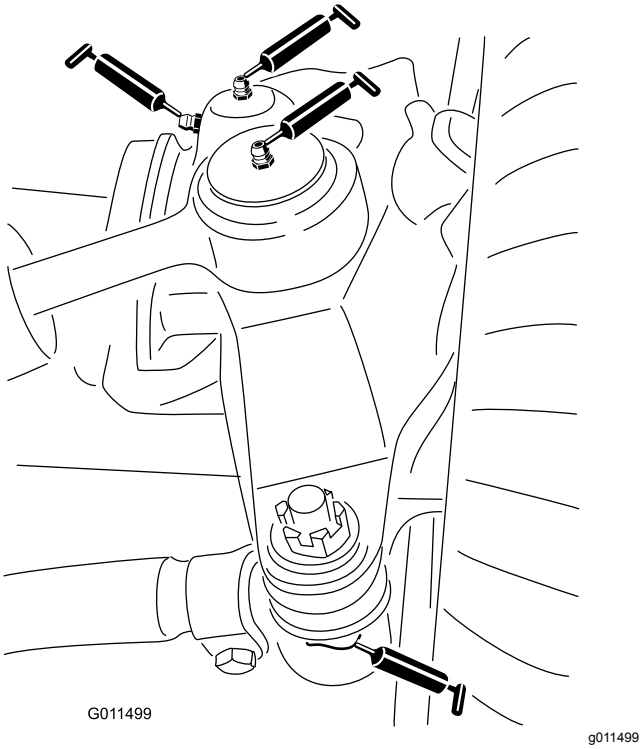

**Figuur 60**
- 2 kogelverbindingen van de stuurcilinder (Figuur 60)
- 2 kogelverbindingen van de trekstang (Figuur 60)
- 2 lagerbussen van de koppelpen (Figuur 60).